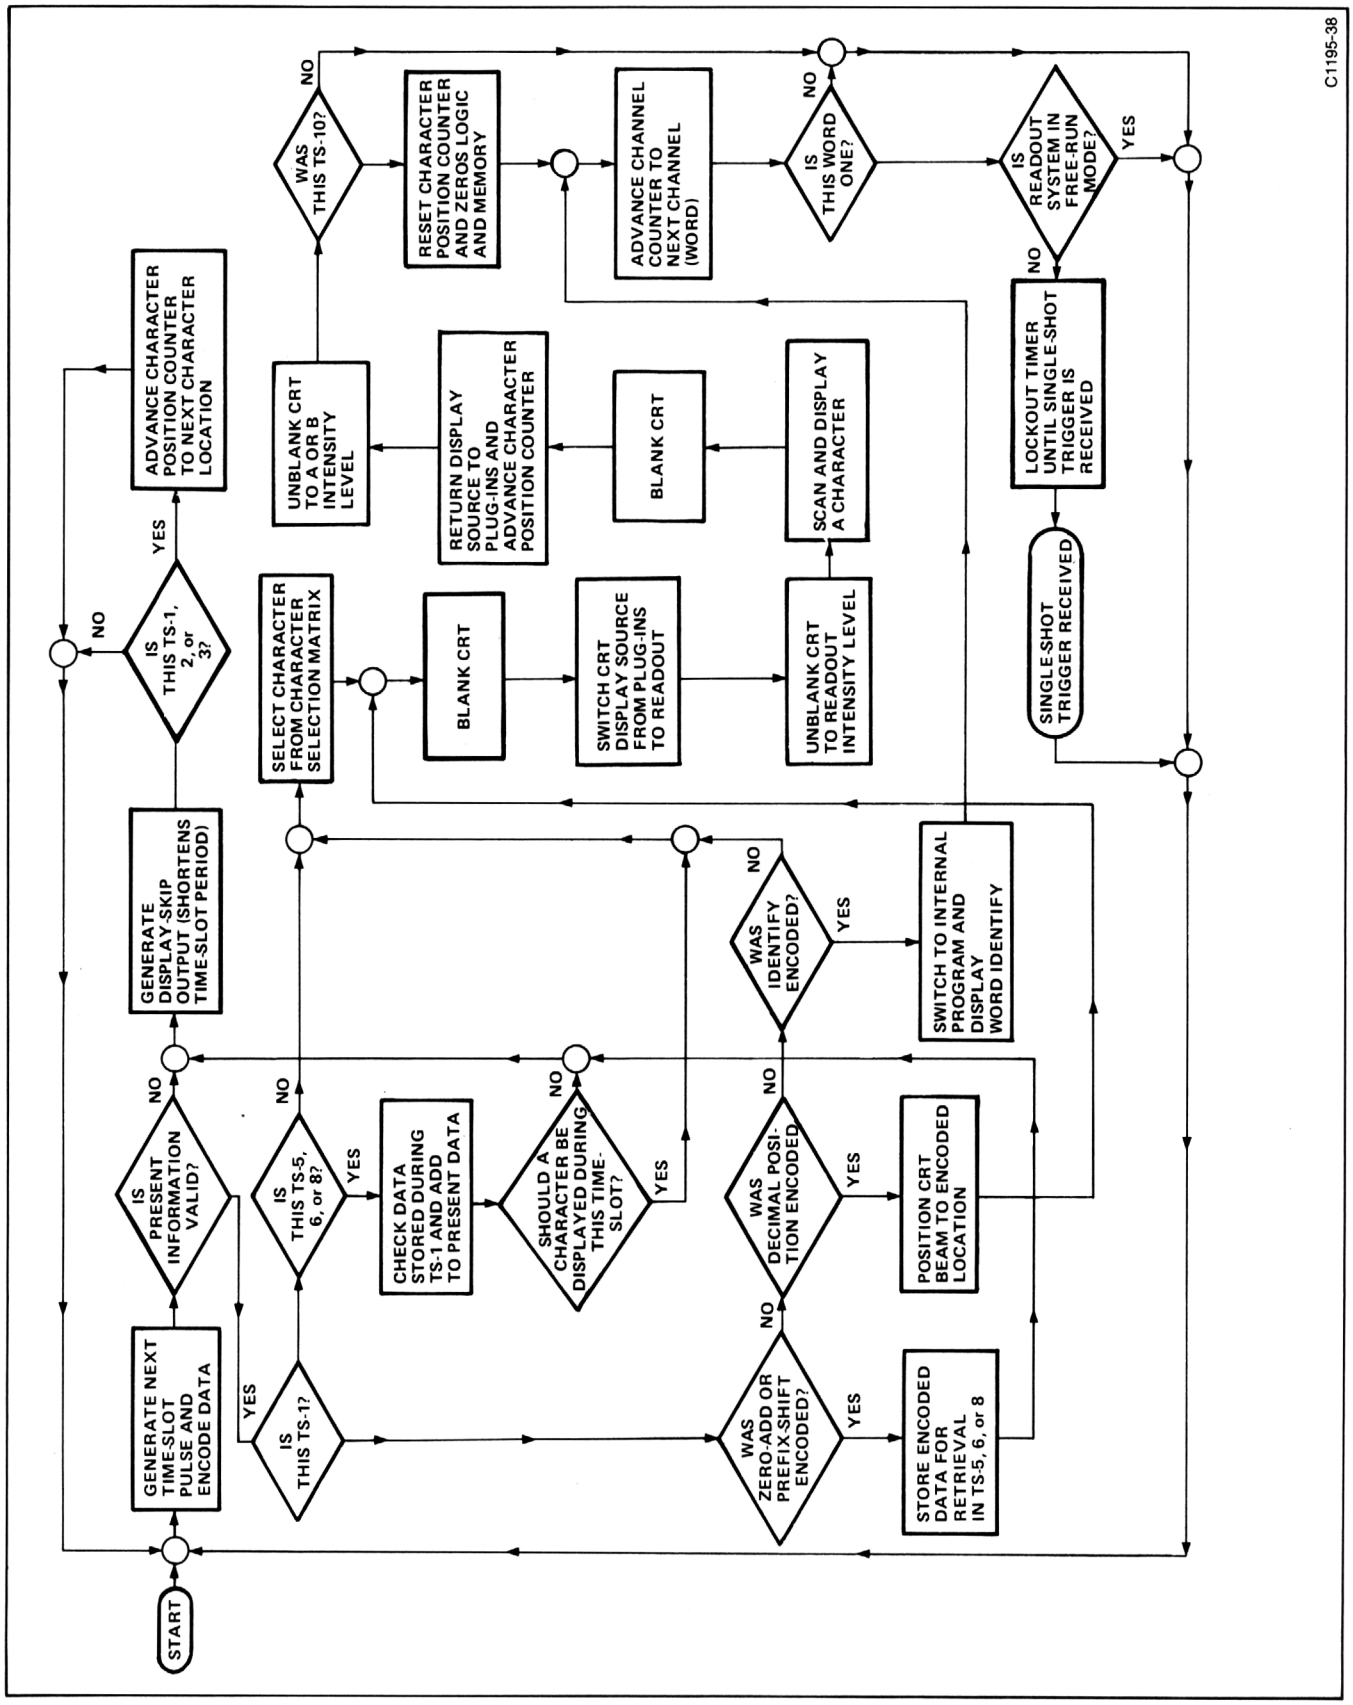

Figure 3-23. Flow chart for character generation by the Readout System.
**Display Sequence.** Figure 3-23 shows a flow chart for the Readout System. This chart illustrates the sequence of events that occurs in the Readout System each time a character is generated and displayed on the crt.